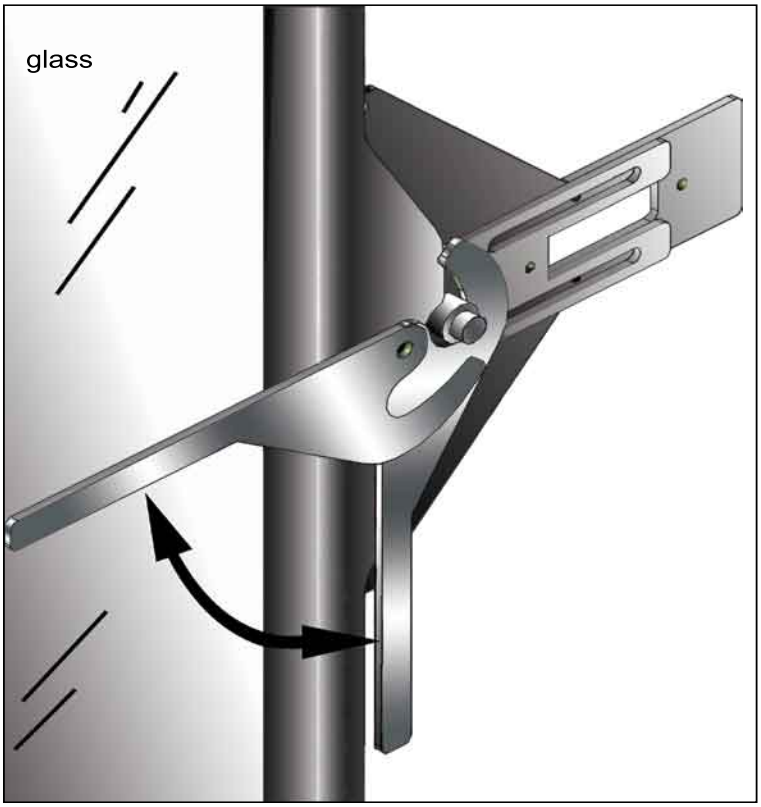

**Figure 8. Glass Removal Handle**
In order to install the log set, and for regular cleaning, the glass door will need to be removed. With the face off, there are two (2) handles on either side of the glass. They rotate 90° until parallel with the floor (see Figure 8). The top of the glass will move away from the firebox and then the glass door can be lifted off the resting points.